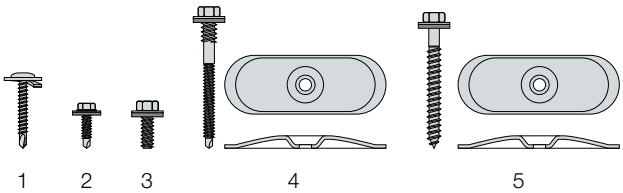

Fig. 4.3.4 Fasteners types
a) fastening with self drilling screws with drilling washer (P37 - Fig. 4.3.4-1) into the steel structure:
b) fastening with self-tapping screws with sealing washer (P04 - Fig.. 4.3.4-2) into a steel structure or wood:
c) fastening with self-tapping screws with sealing washer (P04 - Fig. 4.3.4-3) into steel, concrete or wood structure:
b) fastening with self-tapping screws with sealing washer (P04 - Fig. 4.3.4-2) into a steel structure or wood:
c) fastening using self-tapping screws with sealing washer (P04 - Fig. 4.3.4-3) into steel, concrete or wood: